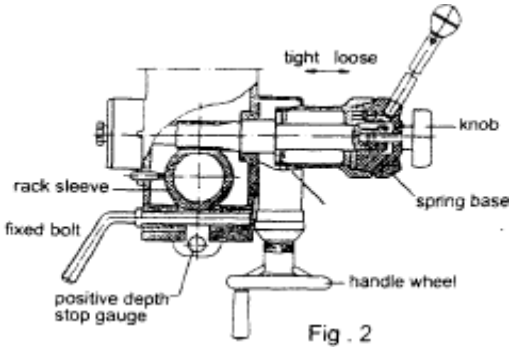

Fig . 2
(1) Preparing for Drilling (see fig.2)(Except addition power feed system). Turn of the knob make loose the taper body of worm gear and spring base. Then we decide spindle stroke setting the positive depth stop gauge for drilling blind hole or free state for pass hole.
(2) Preparing for milling (see fig.2)(Except addition power feed system)